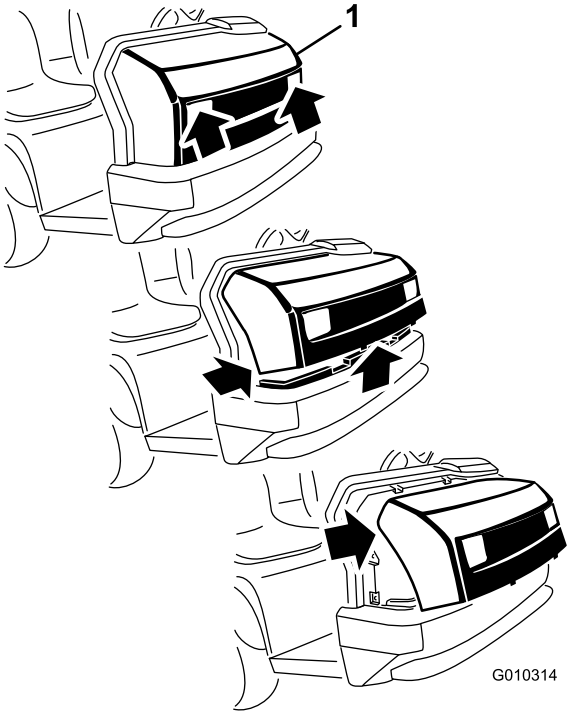

Figur 37
1. Hold i panseret i frontlysåpningene mens du løfter opp panseret for å frigjøre nedre monteringstapper fra sporene på rammen (Figur 37).
2. Sving bunnen av panseret oppover til de øvre monteringstappene kan trekkes ut av sporene på rammen (Figur 37).
3. Sving toppen av panseret fremover og koble fra ledningskontaktene fra frontlysene (Figur 37).